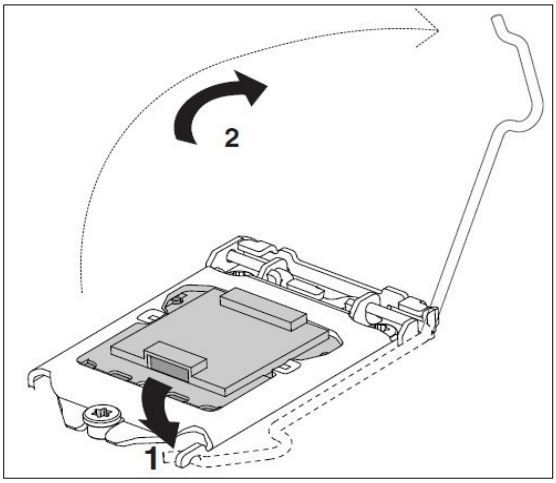

Рис. 4.
1. Надавите на конец рычага, чтобы освободить прижимную пластину и откиньте его наверх (рисунок 4).